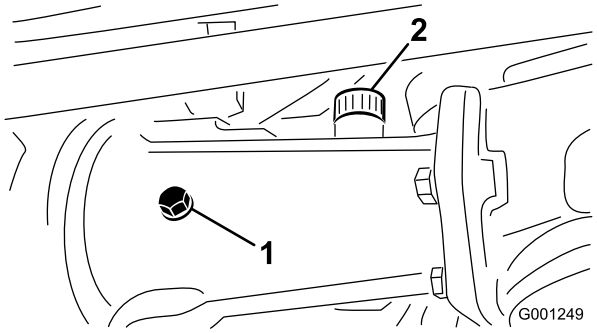
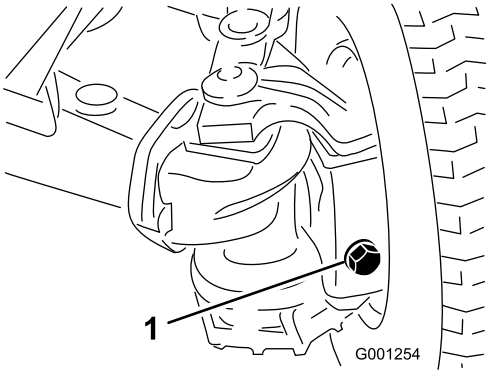

**Figur 27**
**Figur 28**
2. Avlägsna kontrollpluggarna från axeln och se till att oljan når upp till botten av varje hål. Avlägsna påfyllningspluggarna om nivån är låg, och tillsätt tillräckligt med olja så att nivån når upp till botten av kontrollpluggshålen (Figur 27 och Figur 28).